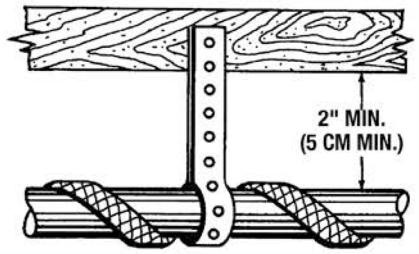

Figure 1
- Use only metal pipe hangers to suspend the pipe at least 2 inches away from flammable materials or surfaces. Failure to do this may create a hazardous condition resulting in overheating and/or fire. *See Figure 1.*
- This cable can be used for roof and gutter deicing. If you intend to use the cable for such an application, please call (888) 484-7477 for roof and gutter installation instructions or contact us at info@pirithose.com.
- Utilisez uniquement des cintres métalliques pour suspendre le tuyau à au moins 2 pouces des matériaux ou des surfaces inflammables. Dans le cas contraire, cela pourrait créer une situation dangereuse entraînant une surchauffe et / ou un incendie. *Voir la figure 1.*
- Ce câble peut être utilisé pour le dégivrage du toit et des gouttières. Si vous avez l'intention d'utiliser le câble pour une telle application, veuillez appeler le (888) 484-7477 pour obtenir les instructions d'installation du toit et des gouttières ou contactez-nous à info@pirithose.com.